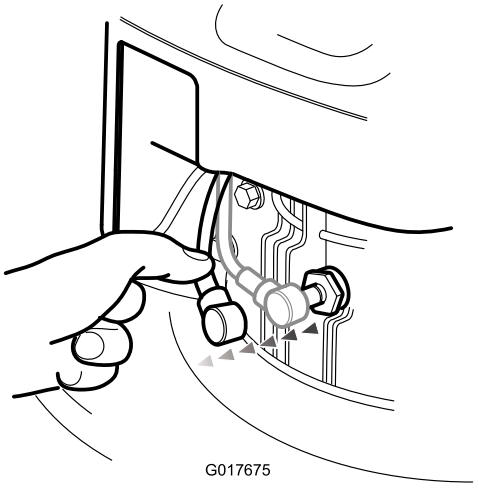

Bild 21
2. Ziehen Sie das Zündkabel ab (Bild 21).